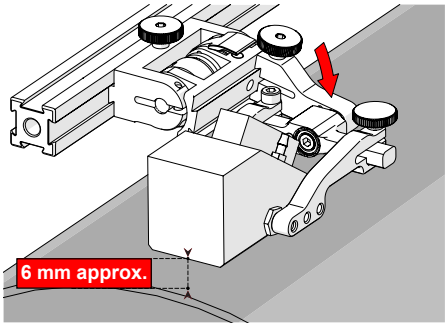

Fig. 147 - Lower to scanning surface
2. Push the probe holder yoke down toward inspection surface until the wedge is approximately 6 mm *(¼ in)* above the inspection surface *(Fig. 147)*.